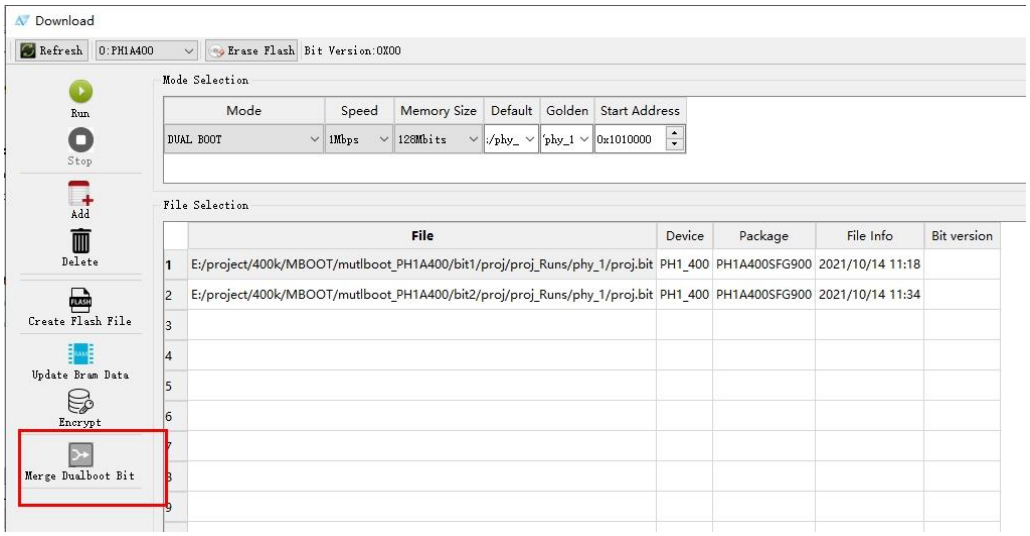

图 9-3-1 打开 merge dualboot bit
1. 打开安路 download 软件，选择 merge dualboot bit，如图 9-3-1 所示。